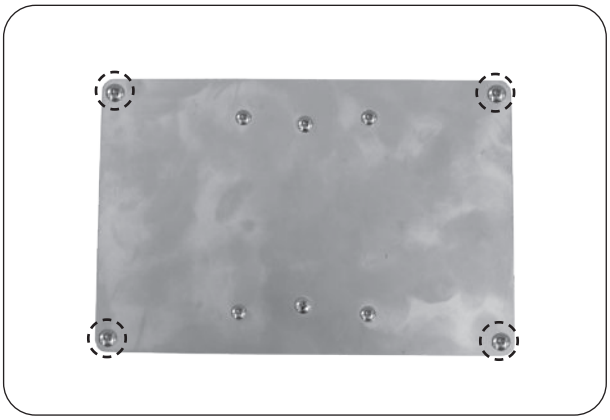

Fig. 45-1 Remove 4 large screws
2. Using a phillips screwdriver, remove the 4 large screws found on the cover of the power supply box (see Fig. 45-1).